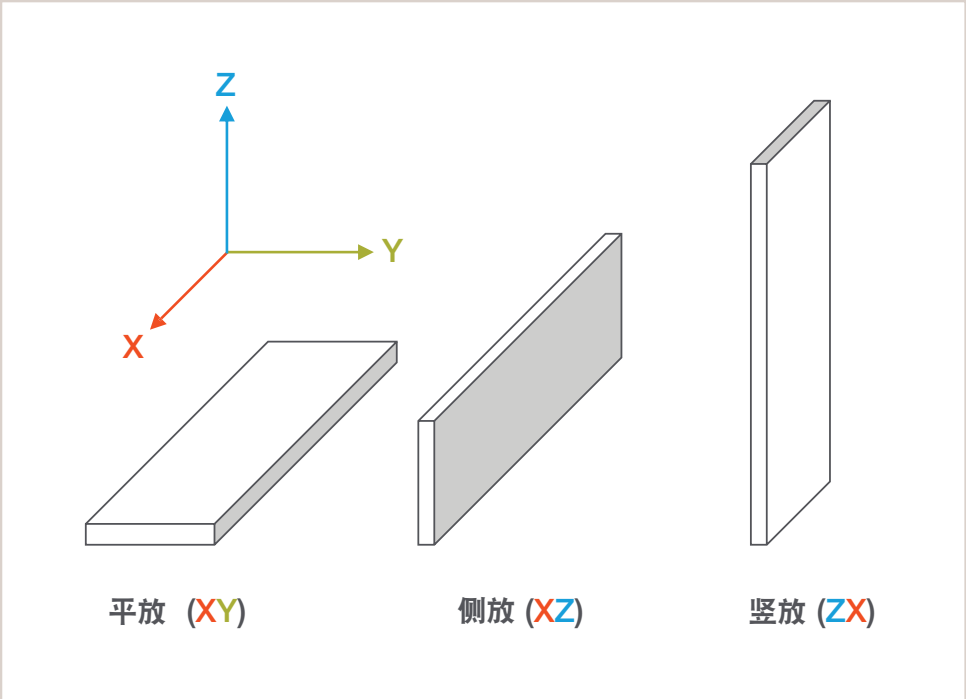

图 1： 打印方向
机械测试样品是利用三 (3) 台不同的机器，每台机器打印十 (10) 个样品，使得每个打印方向的每个测试有三十 (30) 个总样品。对两种打印方向（图 1）：侧放 (XZ) 和竖放 (ZX) 进行了测试。